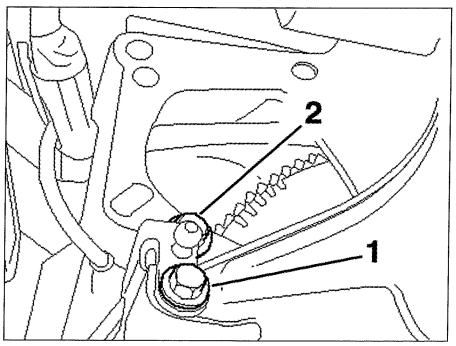

FIG. 8
- el tornillo (1) del soporte de depósito de depresión **(fig. 8).**